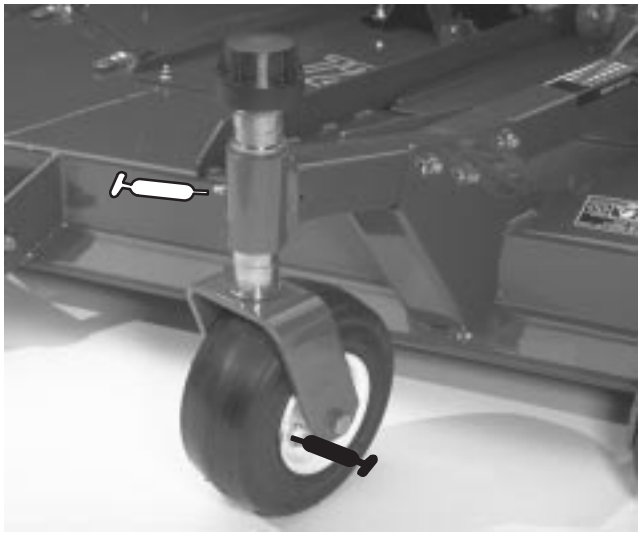

Figure 19
- front castor spindle bushings (Fig. 19)
- castor wheel bearings (Fig. 19 and 20)